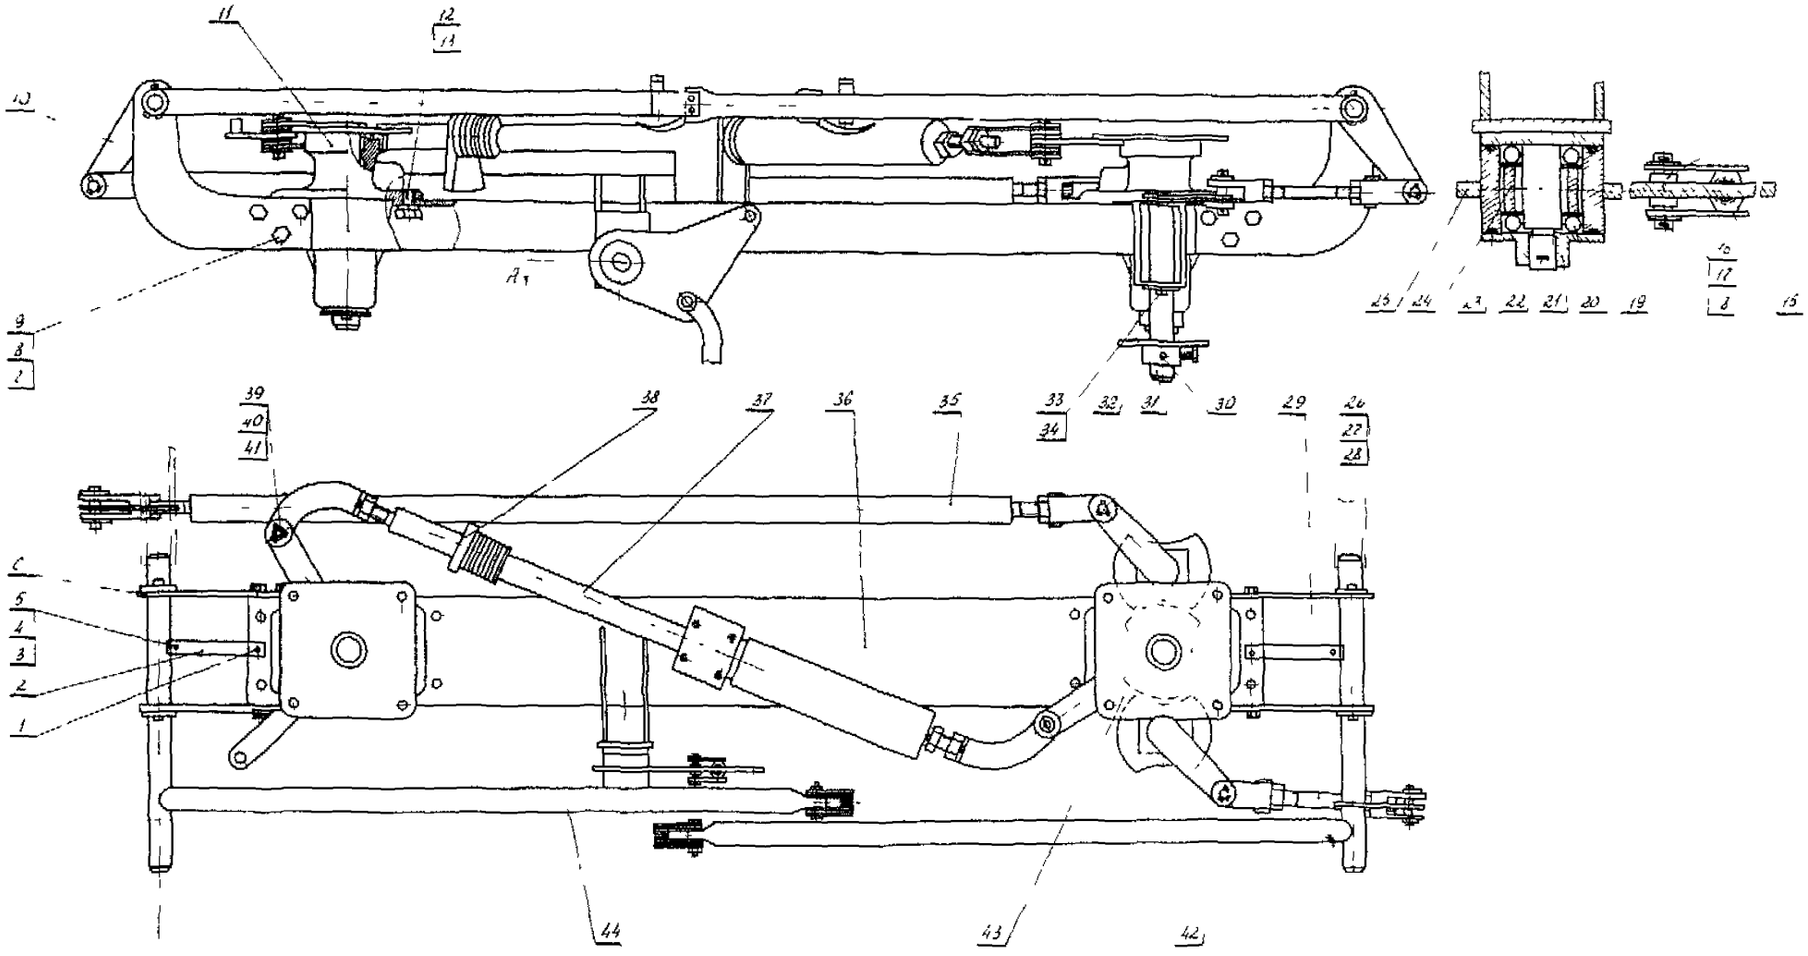

Рис. 3. Цоколь ведущего полюса:
02.6. Расшплинтовать, отсоединить и снять тяги 29 (рис. 3) и 35.